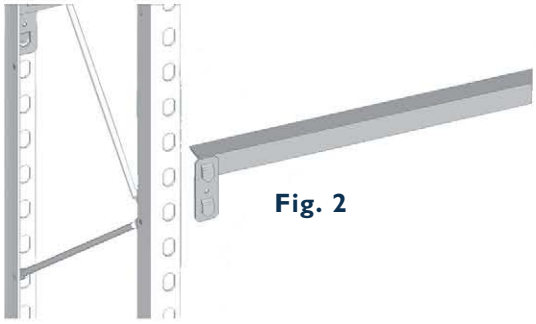

Fig. 2
2. Select the correct size rail/beam and clip the connector into end frame at the desired level, starting at the bottom. Note; food safety regulations require the bottom shelf to be 200mm above the floor. **(Fig. 2)**